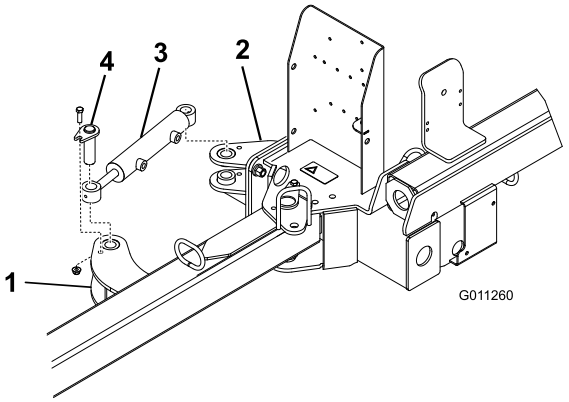

Figur 6
2. Fastgør hver af hydraulikcylinderens ender til en aktuatortap med en pind, en bolt (3/8 x 1–1/4 tommer) og en flangemøtrik (3/8 tommer) (Figur 6).